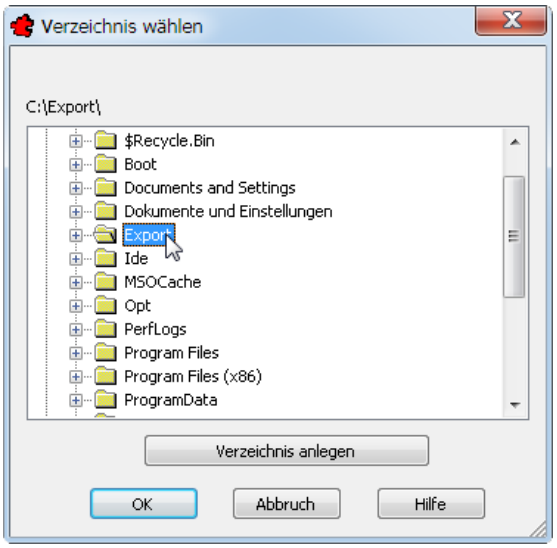

Bild 20.6 – Angabe eines Export-Verzeichnisses
- Daher können Sie mit dem Verzeichnisdialog auch ein *Verzeichnis anlegen* (Abb. 20.6).